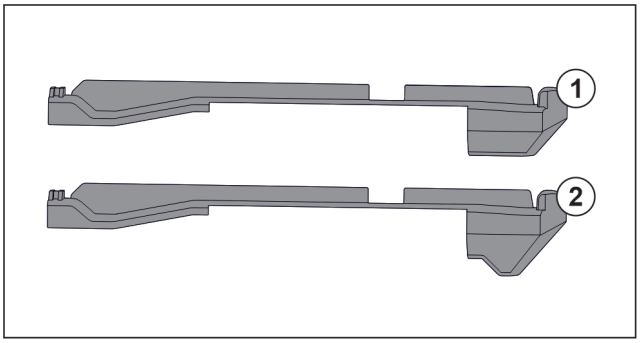

Fig. 62 Сравнение вставных частей
В устройстве находятся две разные вставные части. Вставная часть над самым нижним выдвижным ящиком *Fig. 62 (2)* имеет треугольную кромку. Все прочие вставные части *Fig. 62 (1)* имеют прямую кромку.
▶ Установите вставную часть *Fig. 62 (2)* с треугольной кромкой над самым нижним выдвижным ящиком.
▶ Установите вставную часть *Fig. 62 (1)* с прямой кромкой на все прочие места.